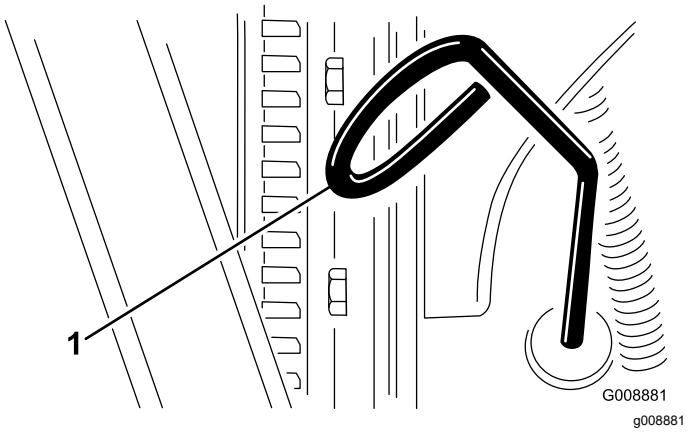

Figur 54
3. Fjern målepinden, tør den af, sæt den ind i røret, og træk den ud igen. Oliestanden bør være mellem FULL- og ADD-mærket (Figur 54).
4. Hvis olieniveauet er lavt, skal du fjerne dækslet og tilføje olie, indtil standen ligger mellem FULL- og ADD-mærket (Figur 54).